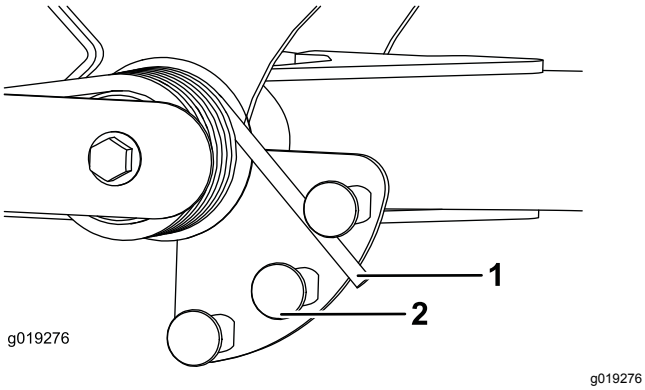

Figur 53
2. Sæt et rør eller en lignende genstand på den lange fjederende, og drej den omkring fjederaktuatoren til den ønskede position (Figur 53).